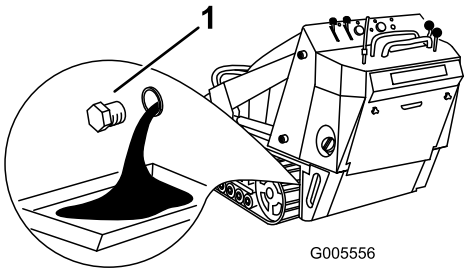

Figur 32
4. Ta bort avtappningspluggen (Figur 32).